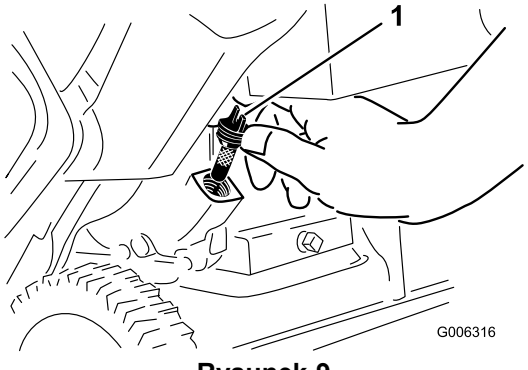

Rysunek 9
2. Wyczyść obszar wokół korka wlewu oleju (Rysunek 9).